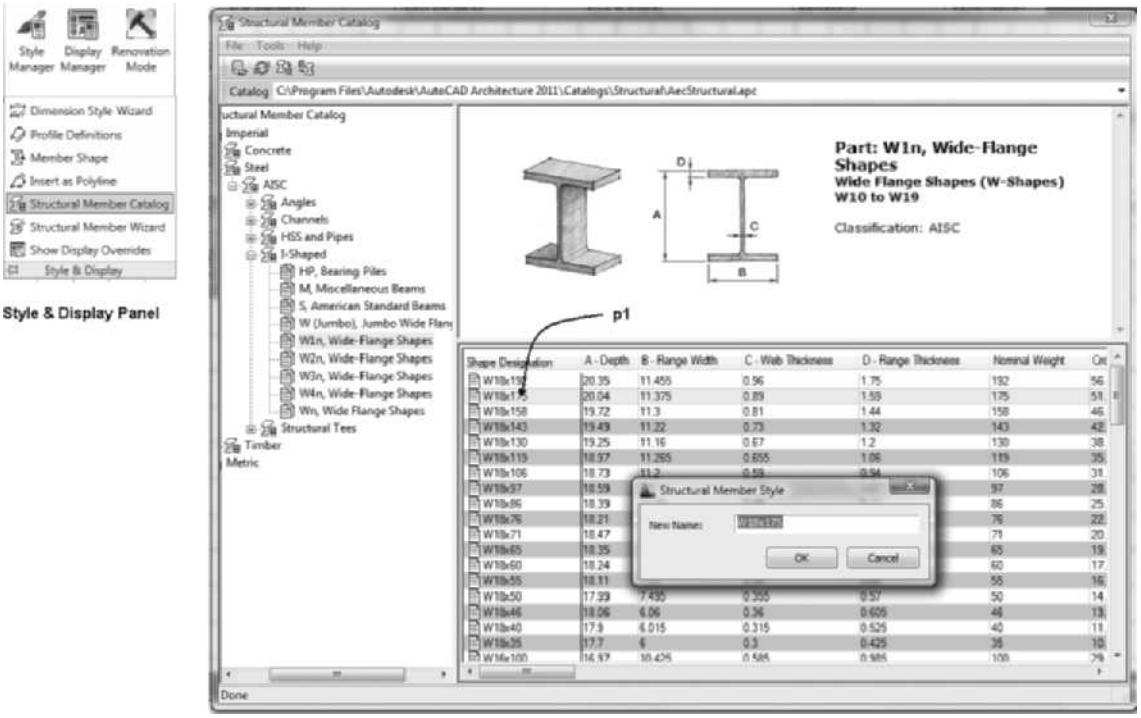

FIGURE 13.1 *Structural Member Catalog*
The left pane of the Structural Member Catalog lists a hierarchical tree view of the components available as shown in Figure 13.1. If you select a structural member in the left pane, a graphic preview of the category of members is shown in the upper-right pane and the text descriptions of the physical properties of the members are shown in the lower-right pane. The columns describing the physical properties of the beam usually exceed the width of the lower-right pane; therefore, you can use the scroll bar at the bottom of the pane to view the additional properties.
Double-click the component name at p1, shown in Figure 13.1, in the lower-right pane.
6. Type a name in the **Structural Member Style** dialog box as shown in Figure 13.1.